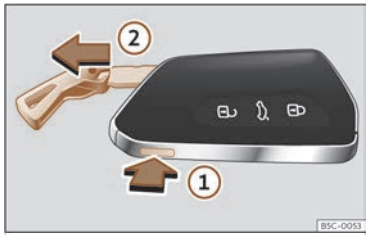

Fig. 72 Clé du véhicule : retirer le panneton.
- Appuyez sur le bouton ››› fig. 72 ① pour faire sortir l'anneau comme un porte-clés et pouvoir retirer le panneton ②. Si vous appuyez légèrement sur l'anneau, il restera fixe comme un porte-clés.
- Appuyez sur le bouton ››› fig. 72 ① pour déverrouiller. Maintenez le bouton enfoncé ① tout en tirant sur l'œillet dans le sens de la flèche ››› fig. 72 ② pour extraire entièrement le panneton.